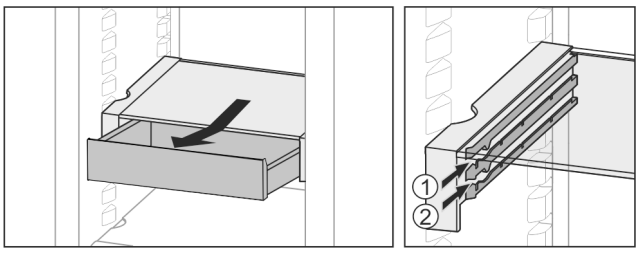

Fig. 20
▶ На любой высоте *Fig. 20 (1)* или *Fig. 20 (2)* вставить.